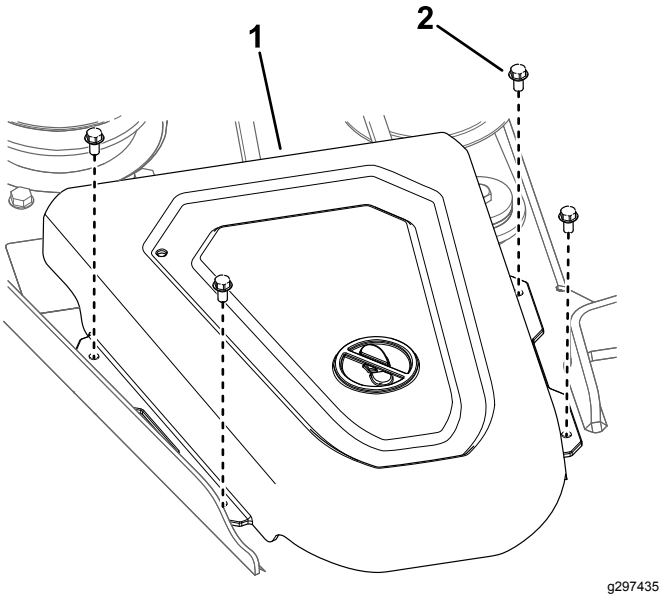

Figure 49
4. Déposez les couvercles de poulie (Figure 49).